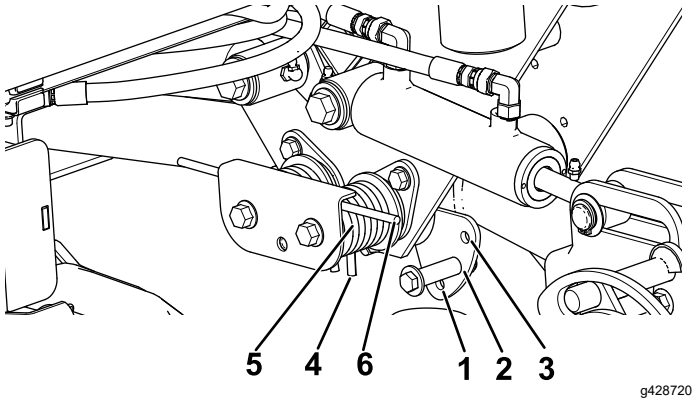

**Figur 45**
För att ändra till nedåttryckskonfigurationen måste hakplattan tas bort för att de två fjädrarna ska kunna växlas från ena sidan, och den korta delen av fjädern måste nu resas mot den övre kanten av spärren (Figur 45).
2. Sätt i ett rör eller liknande i den långa fjäderänden för att minska fjädrarnas spänning under justeringen (Figur 45).
3. När du minskar fjäderspänningen ska du ta bort skruven och låsmuttern som håller fast fjäderdonet på fästet (Figur 45)